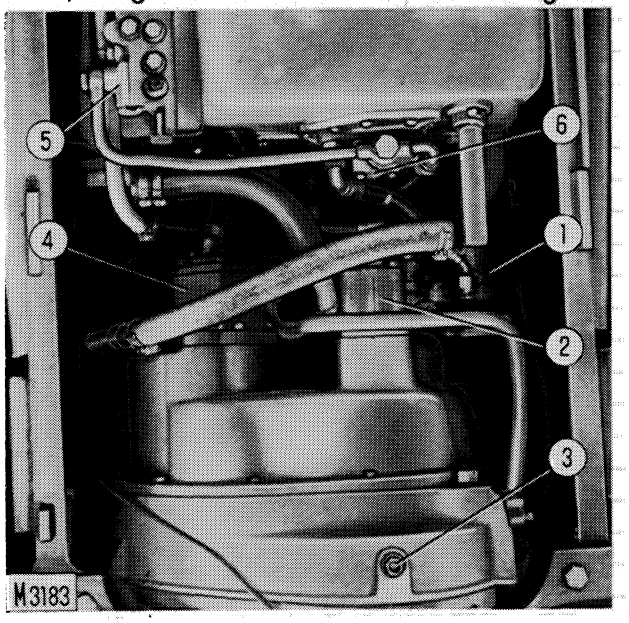

Fig. 3-2 - Bottom view of engine clutch.
- Engine clutch/transmission pump 4, fig. 3-2